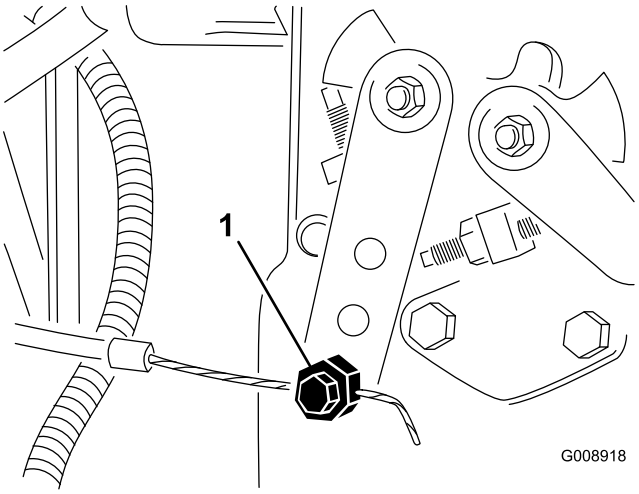

Figuur 55
2. Maak de klem van de gaskabel op de hefboomarm van de injectiepomp los (Figuur 55).